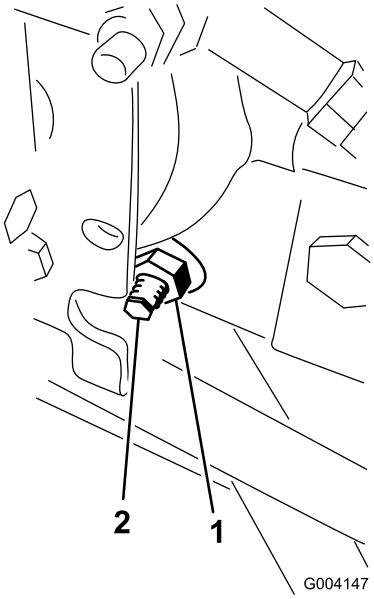

Figur 62
3. Løsn låsemøtrikken på traktionsjusteringsknasten til højre for hydrostaten (Figur 62).